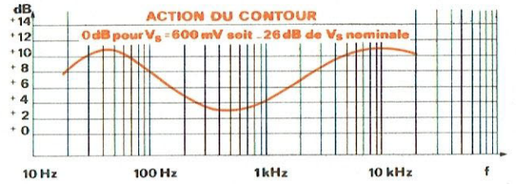

Fig. 13
- Le gain doit être : **+ 8 dB à f = 100 Hz et + 10 dB à f = 10 kHz** Fig. 13